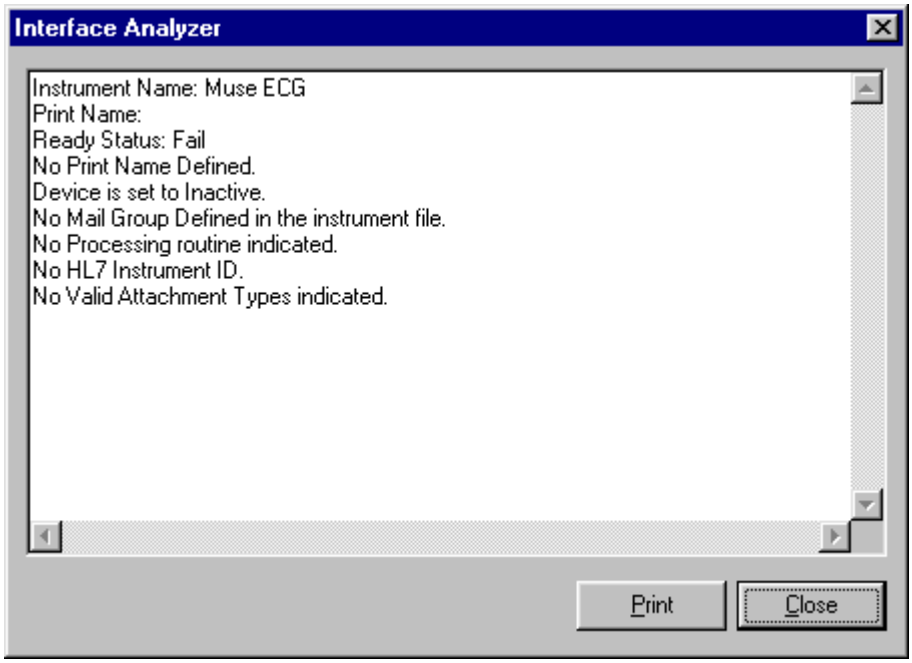

**Figure 6-6**
2. Select the instrument that you want to analyze. Click **Analyze**. A window similar to Figure 6-6 is displayed. This window indicates the ready status of the instrument and lists other information as well.
After you complete the edits, if you entered the name in upper case, the procedure name that you just entered is displayed in title case, Pacemaker Followup, (the first letter of every word is capitalized), in the left side of the CP Manager window. See Figure 6-6.